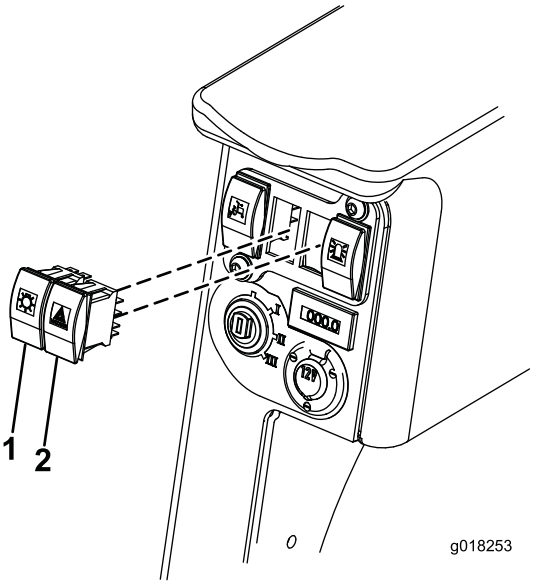

Figura 16
7. Conecte el interruptor de los faros y de las luces de emergencia al conector correcto e introduzca el interruptor a presión en el hueco (Figura 16).